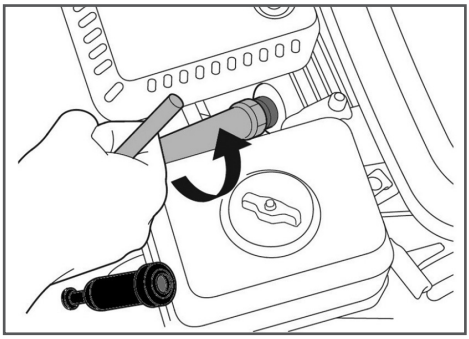

Рис. 36 Обслуживание свечи зажигания
2. Открутите свечу зажигания свечным ключом (Рис. 36).